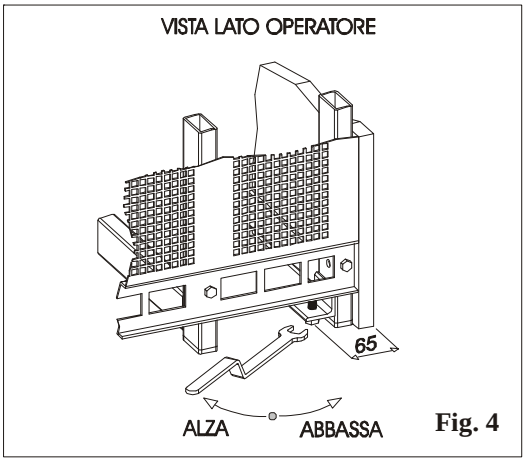

Fig. 4
- Once the cabinet is placed in the desidered area, it must be put horizontally through the adjustable feets. (fig.4)